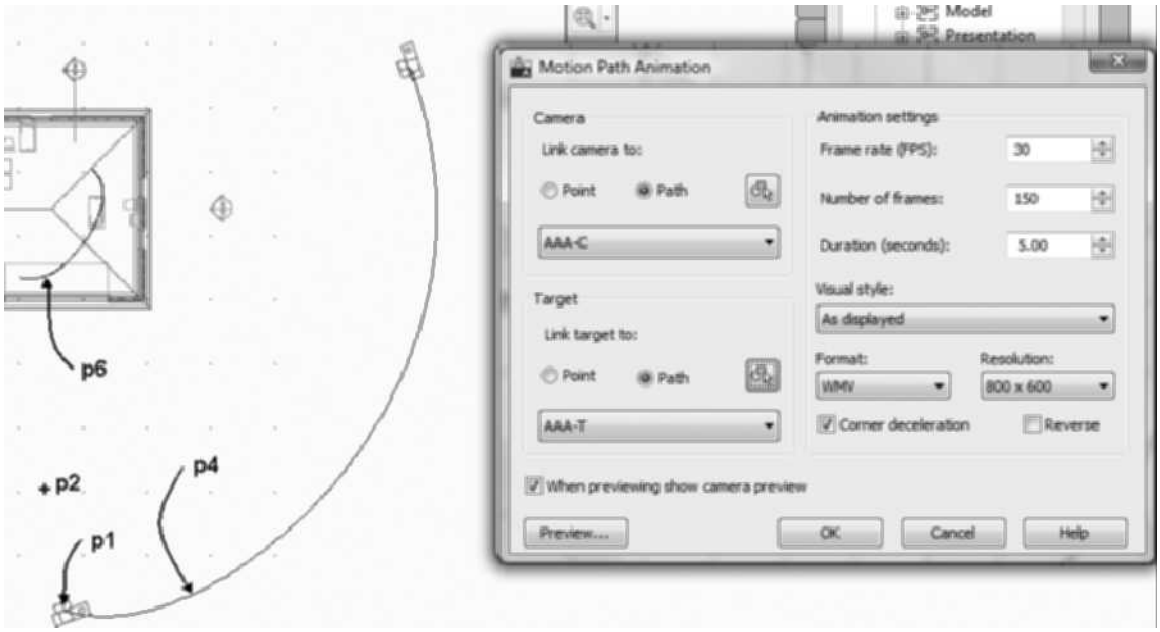

FIGURE 13.65 *Motion Path Animation Settings*
Specify camera location: (Select a point near p1 as shown in Figure 13.65.)
Specify target location: (Select a point near p2 as shown in Figure 13.65.)
4. Choose **Animation Motion Path** to open the **Motion Path Animation** dialog box as shown in Figure 13.65.